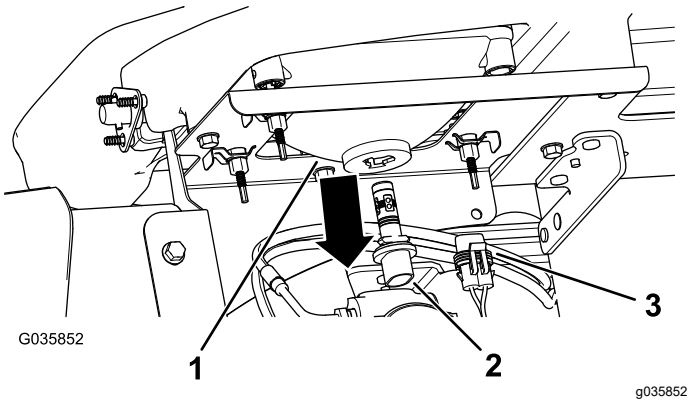

Figura 44
3. Desligue o conector elétrico para a cablagem do conector do conjunto da lâmpada, na parte de trás do compartimento do farol (Figura 44).
4. Rode o conjunto da lâmpada ¼ de volta para a esquerda e mova-o para trás, para fora do compartimento do farol (Figura 44).
5. Insira o novo conjunto da lâmpada e compartimento do farol e alinhe as linguetas no conjunto da lâmpada com as ranhuras no compartimento do farol (Figura 44).
6. Fixe o conjunto da lâmpada rodando-o 1/4 de volta para a direita (Figura 44).
7. Ligue o conector elétrico para a cablagem ao conector do novo conjunto da lâmpada (Figura 44).